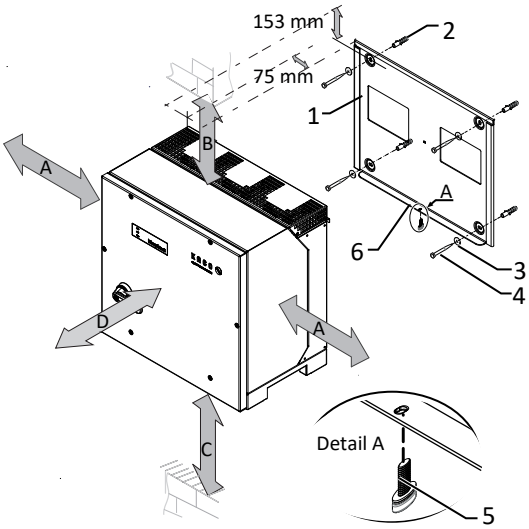

Fig. 16: Minimum clearances for wall mounting
3. Insert the screw provided into the lug of the mount and [T30 / 2 Nm] ([See figure 16 [▸ Page 20]).